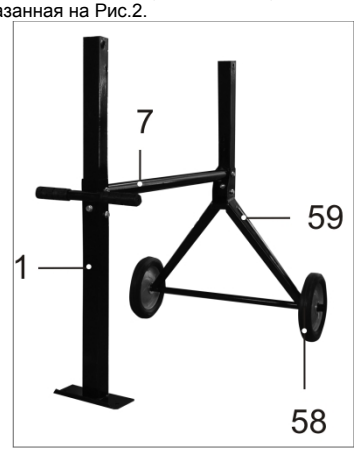

Рис.2.
6.3. Смонтируйте стойку переднюю (1) на раму (7), используя 2 болта (2), 1 болт (5), 3 шайбы (3) и 3 гайки (4). Получится конструкция, показанная на Рис.2.